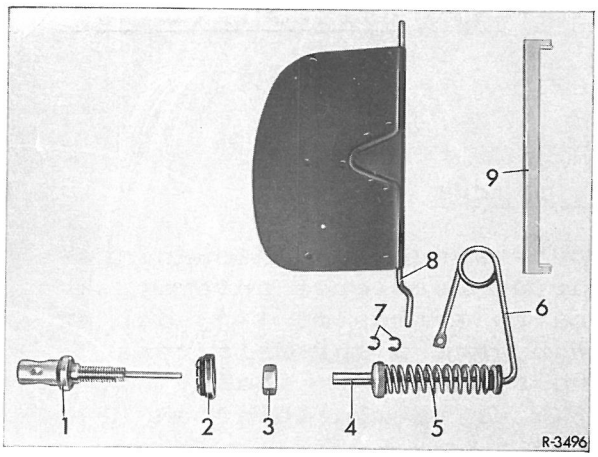

Fig. 09-2/3
7 Termostaten (1) indstilles på afstand "a" = 16 ± 3 mm (fig. 09-2/2).